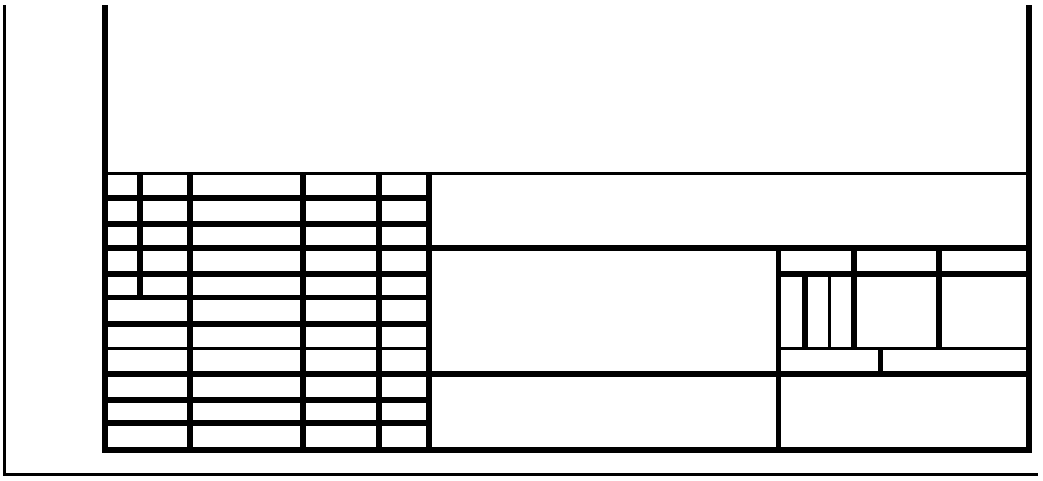

Рис. 42
4. *Нарисуйте рамку для обозначения границы чертежа (рис. 42):* активизируйте команду **Отступ** (**Offset** буква **о**), щелкните на прямоугольнике рамки, затем внутри прямоугольника. Для смещения левой стороны рамки границы чертежа вправо